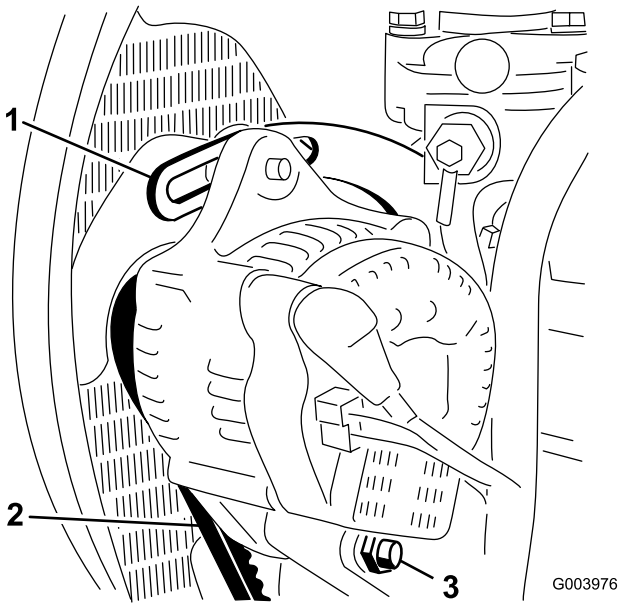

Figuur 72
2. Controleer de spanning van de riem door deze (Figuur 72) midden tussen poelies van de wisselstroomdynamo en de krukas in te drukken met een kracht van 10 kg.
3. Draai de bout los waarmee de beugel is bevestigd aan de motor (Figuur 72), alsmede de bout waarmee de wisselstroomdynamo is bevestigd aan de beugel en de ankerbout.